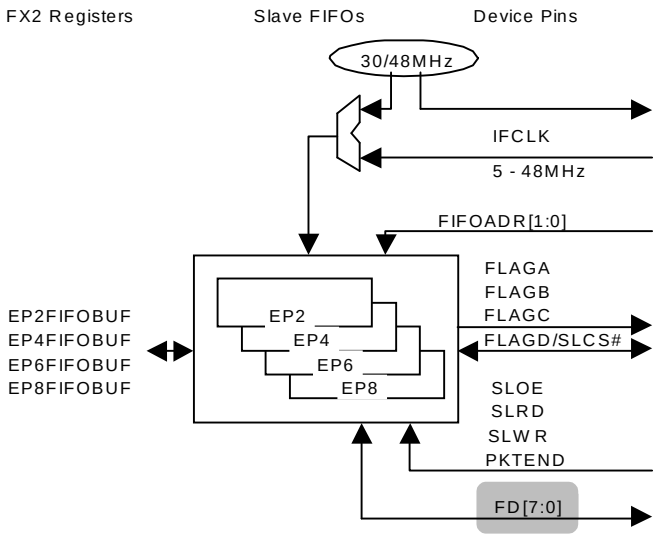

Рис. 9-4. 8-разрядный режим Slave FIFO, WORDWIDE=0
- **WORDWIDE=0**: 8-разрядный режим. **FD[7:0]** заменяет **Port B** (Смотри Рис. 9-4)